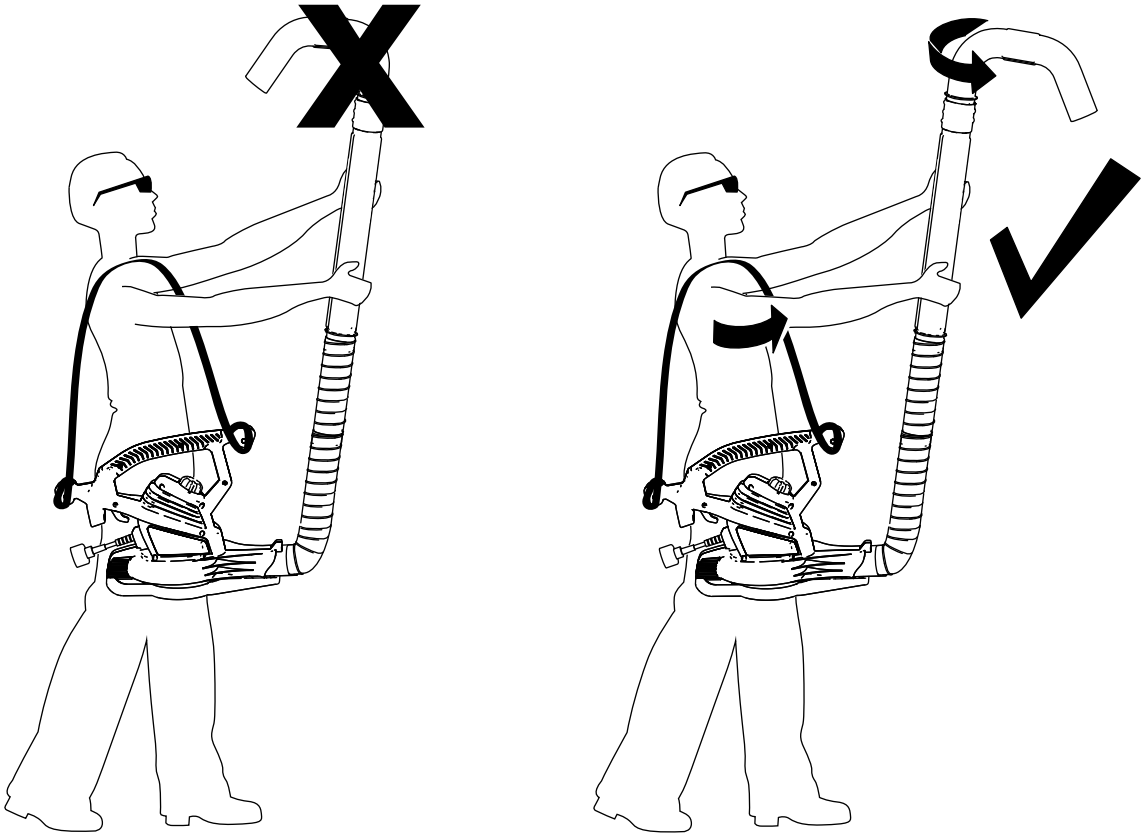

Figur 4
1. Hold slangeenheten med begge hender, hold blåseren mot hoftene, dysen vendt utover, og innløpet vendt mot bakken (Figur 4).